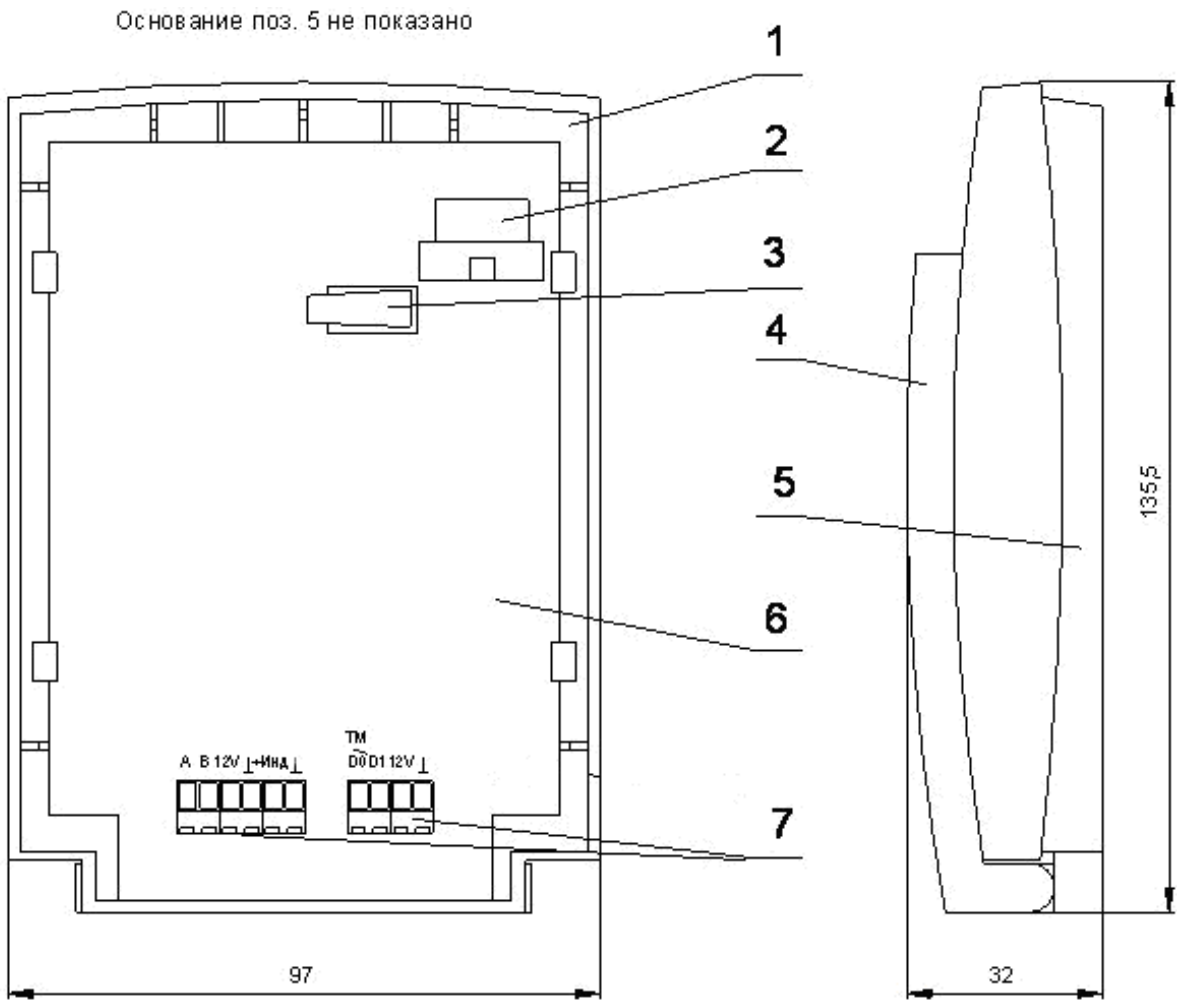

Рисунок 2 – Габаритные размеры клавиатуры и расположение элементов на плате
Конструктивно клавиатура выполнен в пластмассовом корпусе, который состоит (рисунок 2) из трех частей - основания (5), передней панели (1) и откидывающейся крышки (4). Крепление клавиатуры предусматривается на плоской вертикальной поверхности.